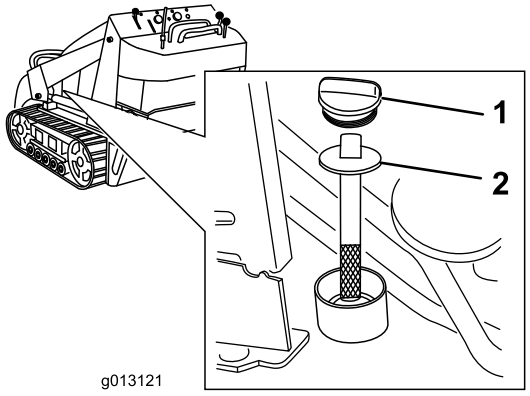

**Figuur 59**
5. Verwijder de dop van de hydraulische tank en de peilstok (Figuur 59).